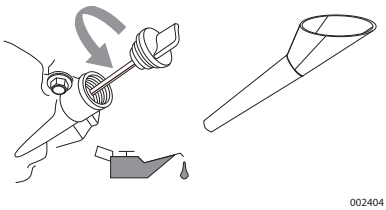

***Figura 4-3. Apertura de llenado de aceite con embudo***
7. Coloque el embudo en la apertura de llenado de aceite. Consulte la *Figura 4-3*. Añada el aceite de motor recomendado según sea necesario.